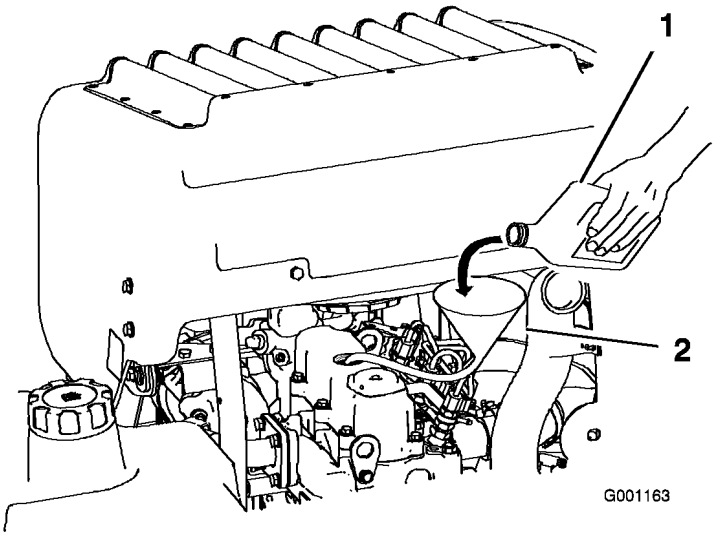

Figur 40
3. Använd en slang och en tratt för att fylla på olja i motorn (Figur 40).